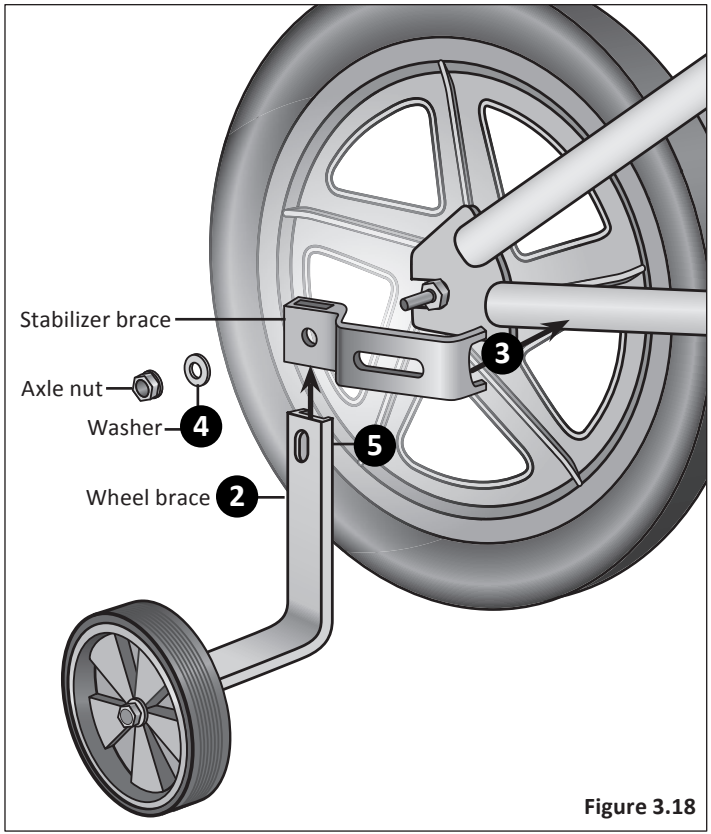

Figure 3.18
1. Remove the outer axle nut and washer from the rear wheel axle. **Figure 3.18**